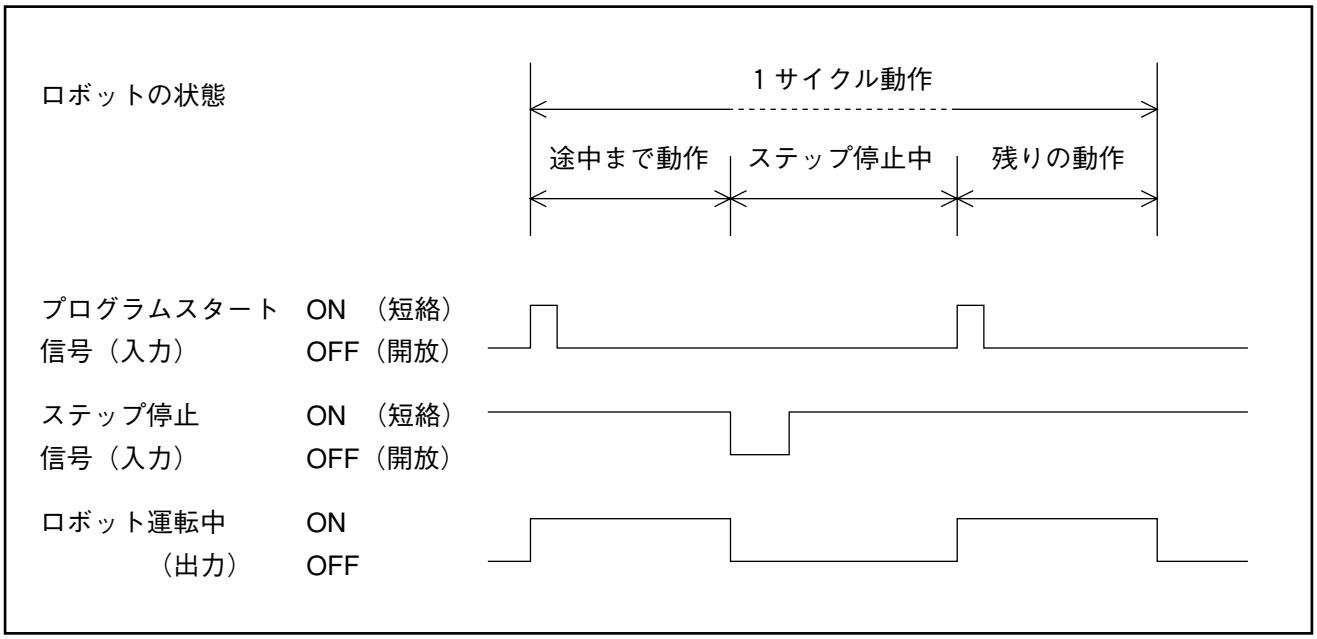

図5－37　ステップ停止信号
①この信号がON（短絡）→OFF（開放）されると、ロボットは現在実行中のステップを終了した時点で停止し、ロボット運転中出力をOFFします。しかし自動モード、外部モードは維持されており、プログラムスタート信号の入力でプログラムの続きを実行します。図5－37をご参照ください。
②プログラムスタート信号入力時にこの信号をOFF（開放）しておくと、ステップごとに停止します。
③オペレーティングパネルまたはティーチングペンダントによる内部運転の場合は、この信号がON（短縮）→OFF（開放）されたときに限り有効です。
④ステップ停止後の再起動方法はP5-31の「3.4.4　プログラムスタート」をご参照ください。